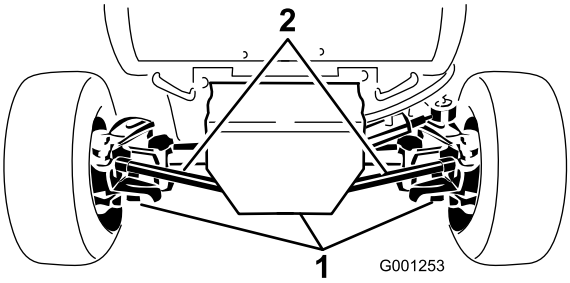

Figur 54
2. Rengør området rundt om de 3 aftapningspropper, 1 på hver ende og 1 i midten (Figur 54).